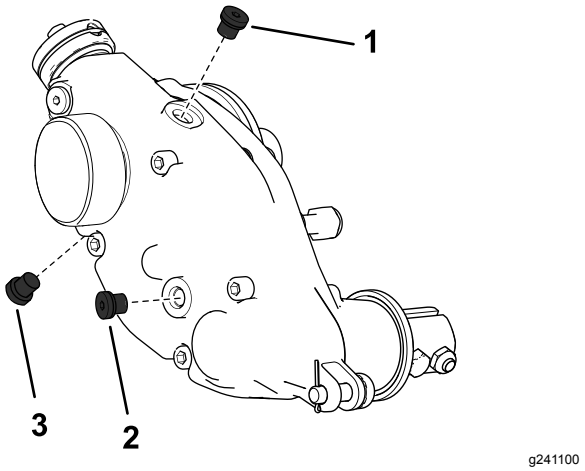

Figura 27
2. Remova o tampão de escoamento no fundo da caixa (Figura 27).
3. Remova o tampão de enchimento na lateral da caixa e desaperte o tampão de ventilação na parte superior para que o ar possa passar (Figura 27).